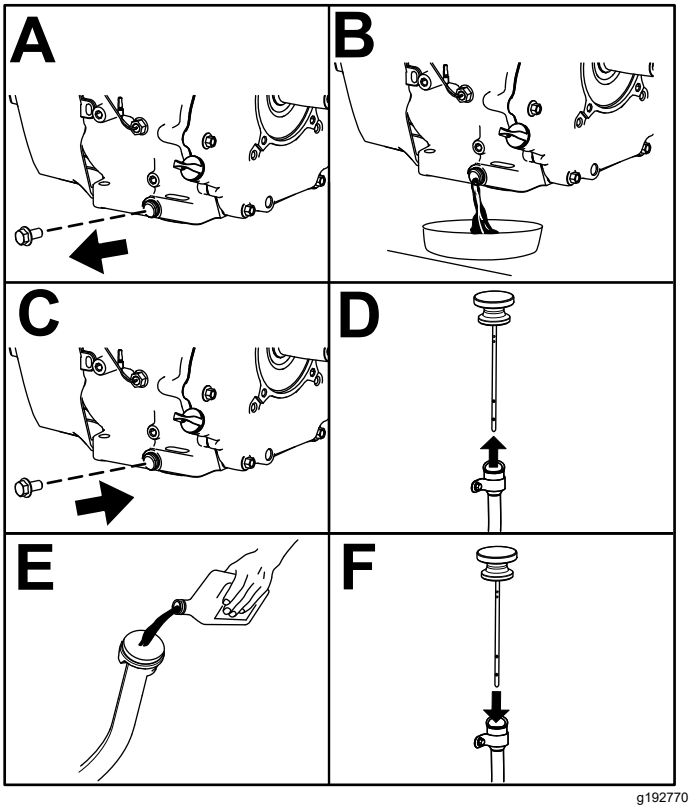

Figur 42
6. Skift motorolien som vist i Figur 42.